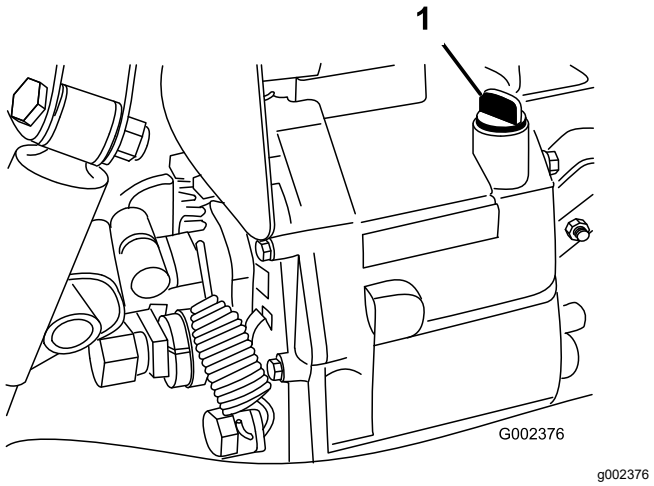

Figur 69
4. Rengjør området rundt peilestaven (Figur 69).